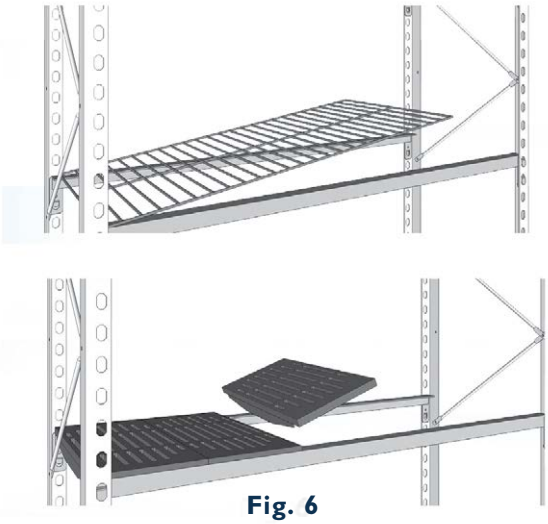

Fig. 6
6. Once all the rails are fitted then place the shelf panels on the rails, whether it be Novex panels, wire racks or metal panel shelves. **(Fig 6)**